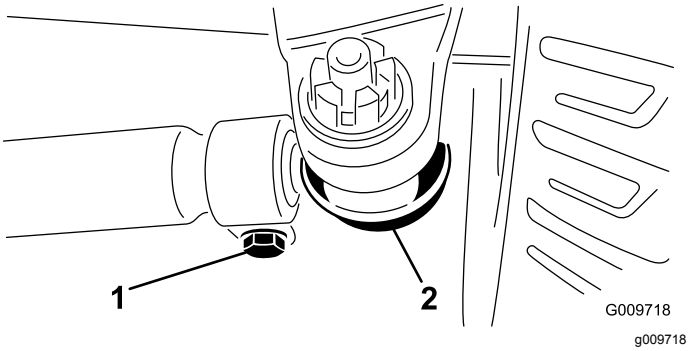

Figuur 71
2. Om het toespoor af te stellen, moet u de borgpen en moer van één van de kogelverbindingen van de trekstang (Figuur 71) verwijderen en de kogelverbinding van de trekstang verwijderen van de steun van de differentieelbehuizing.
3. Draai de klemmen aan beide uiteinden van de spoorstangen los (Figuur 71).
4. Draai de losgemaakte kogelverbinding een (1) volledige slag naar binnen of naar buiten en maak de klem vast aan het vrije uiteinde van de trekstang.